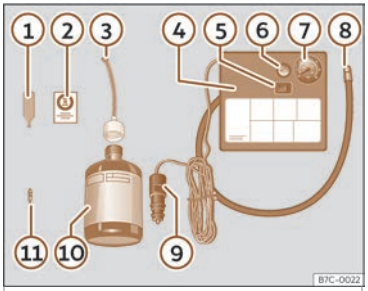

Fig. 34 Representación estándar:contido do kit antipicadas.
O kit antipicadas atópase no compartimento do maleteiro, baixo o revestimento do chan. Inclúe os seguintes compoñentes>>> **fig. 34**:
- Desaparafuse a carapucha e o obús da válvula do pneumático. Use o dispositivo >>> **fig. 34** (1) para extraer o obús. Póñao sobre unha superficie limpa.
- Sacuda con forza a botella de illante de pneumáticos>>> **fig. 34** (10).
- Enrosque o tubo de inflamento>>> **fig. 34** (3) na botella de illante. O precinto da botella romperá automaticamente.
- Retire o tapón do tubo de carga>>> **fig. 34** ③ e enrosque o extremo aberto do tubo na válvula do pneumático.
- Volva a colocar o obús co dispositivo >>> **fig. 34** ① na válvula do pneumático.
- Enrosque o tubo de inflamento do pneumático do compresor>>> **fig. 34** ⑧ na válvula do pneumático.
- Asegúrese de que o parafuso de evacuación de aire estea pechado>>> **fig. 34** ⑥.
- Acople o conector>>> **fig. 34** ⑨ á toma de corrente de 12 voltios do vehículo >>> **páx. 153**.
- Conecte o compresor de aire con conmutador ON/OFF>>> **fig. 34** ⑤.
- Pegue o adhesivo>>> **fig. 34** ② no cadro de instrumentos, dentro do campo visual do condutor.
Enrosque de novo o tubo de inflamento >>> **fig. 34** ⑤ e comprobe a presión no manómetro ⑥.